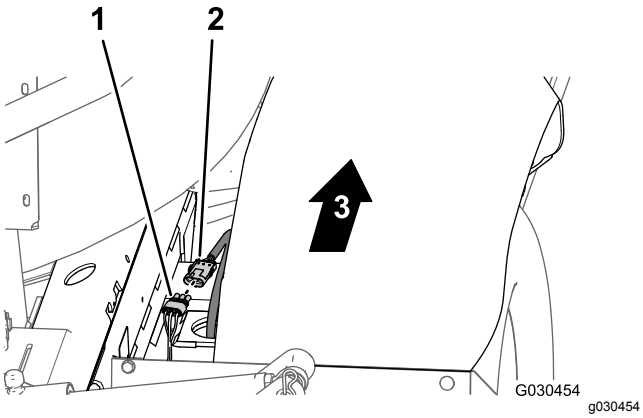

**Figur 36**
1. Ved bagenden af maskinen (mellem højre stelrør og højre kofanger) frakobles konnektoren med 3 ben på hastighedssensornettet ved den højre hydraulik-motor fra konnektoren med 3 sokler på bageste hovedledningsnet (Figur 36).